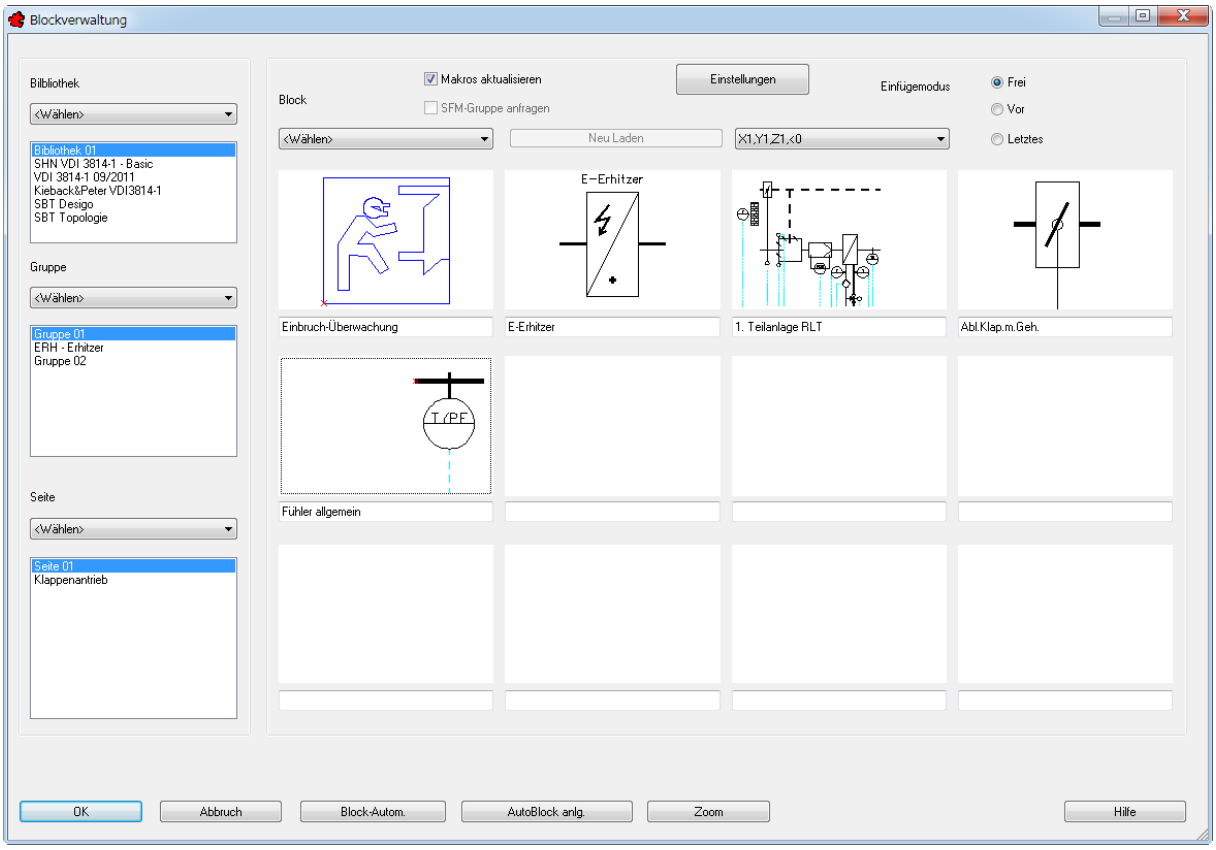

Bild 28.54 – Der neue Block in der Blockverwaltung. Aber das Bild hängt schief . . .
- Rufen Sie die *Blockverwaltung* auf. Die Seite mit dem neuen Block wird angezeigt (Abb. 28.54).